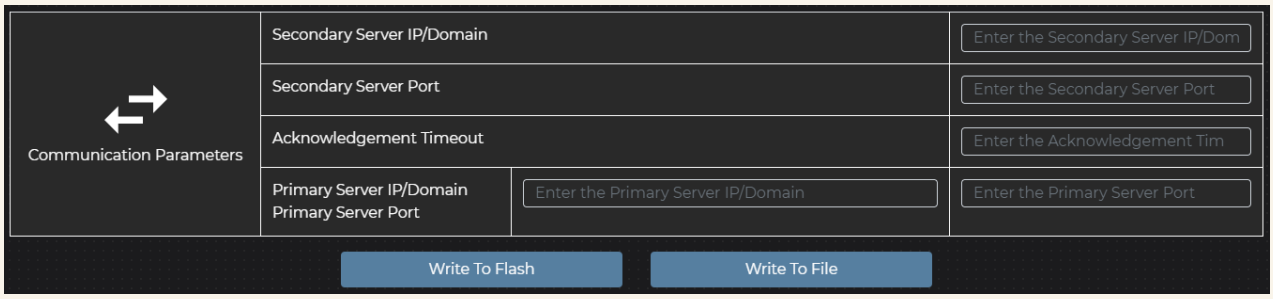

Fig 2.0
- **Read from file:** This option is provided to load the configuration file which is already created using the write to File option shown in Fig2.0. Cross verify all the values of the parameters which are read before writing it to the flash.
- **Continue:** Using this option user can go to parameter edit options as shown in Fig2.0.
In Fig 2.0 user has two options.